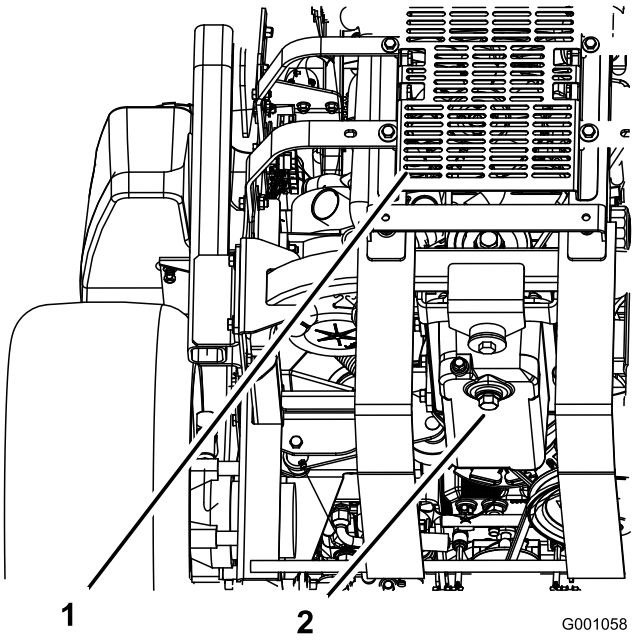

Figur 34
5. Placer en bakke under olieaftapningsproppen. Afmonter aftapningsproppen, og lad al olien løbe ud (Figur 34).